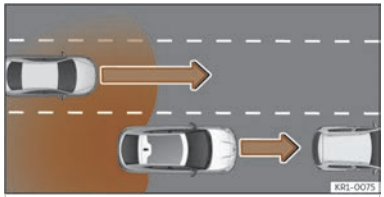

**Fig. 136** Overtaking with traffic behind the vehicle.
- When being overtaken by another vehicle ››› **Fig. 136**.